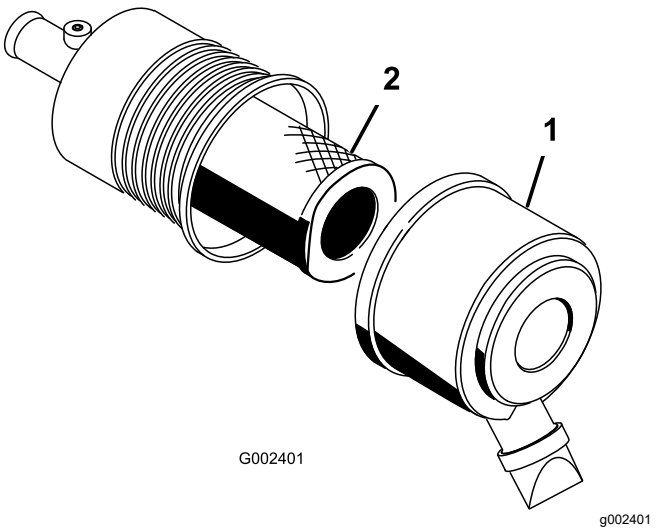

Figur 55
2. Åbn låsene, der fastgør luftfilterdækslet til luftfilterhuset (Figur 55).
3. Fjern dækslet fra luftfilterhuset (Figur 55).
5. Afmonter, og udskift filteret (Figur 55).